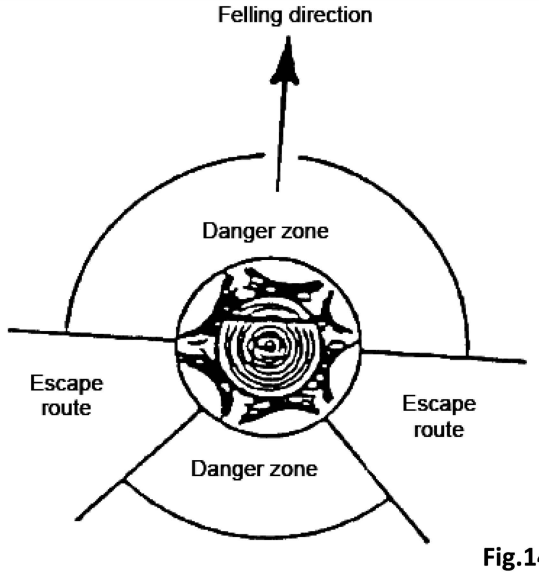

Fig.14
•An escape path should be planned and cleared as necessary before cuts are started. The escape path should extend back and diagonally to the rear of the expected line of fall as illustrated in figure 14.